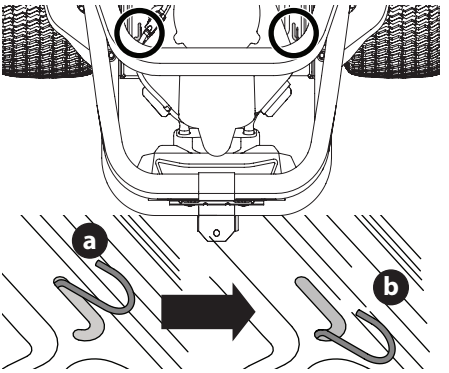

Fig. 1
1. Para engranar las varillas de derivación de transmisión, tire de la varilla hacia atrás (a) y hacia el interior de la sección inferior de la ranura "J" (b). Repita en el lado contrario (Fig. 1).